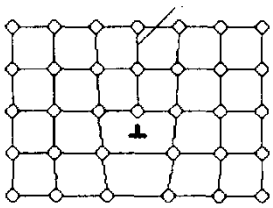

Рис. 12
37. Как называется элемент кристаллической структуры, помеченный на рис. 12 знаком вопроса?